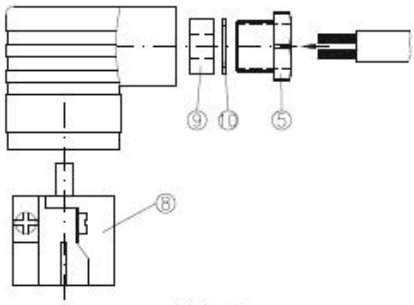

Abb. 8
- Führen Sie die Anschlussleitung durch die Verschraubung (Pos. 5), den Druckring (Pos. 10) und den Gummieinsatz (Pos. 9) in die Leitungsdose ein (Abb. 8).